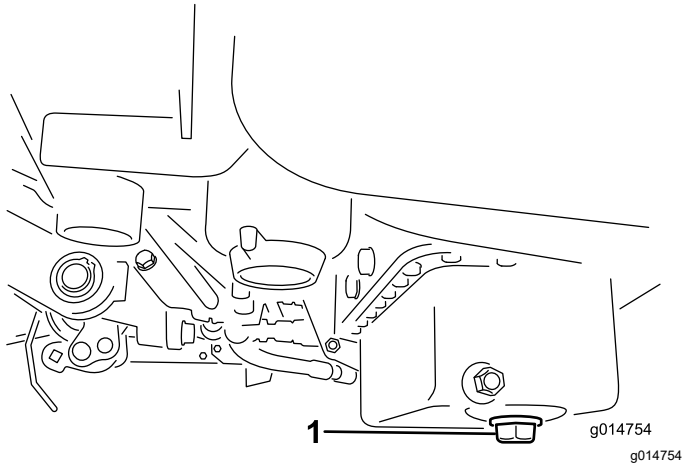

Rysunek 31
1. Odkręć korek spustowy i spuść olej do miski drenażowej. Zakręć korek, gdy olej przestanie wyciekać (Rysunek 31).